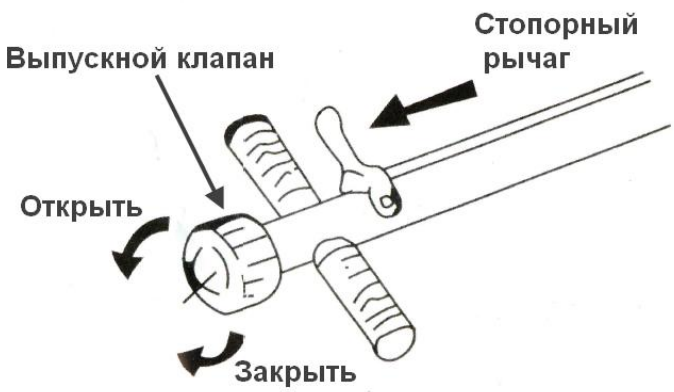

Рис. 1
2. Установите рукоятку в удобное для работы положение. Перемещение рукоятки осуществляйте при нажатие стопорного рычага (рис. 1).